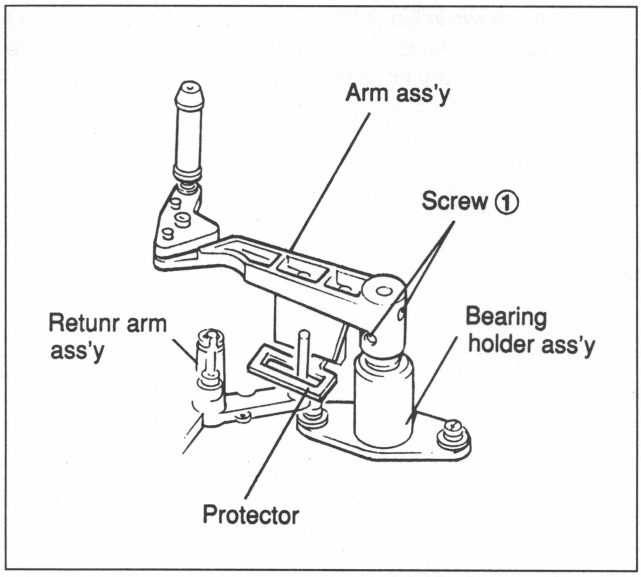

Fig.7-10-12 Tension Regulator Arm Ass'y Installation
5. Tension Regulator Arm Ass'y Installation (Fig. 7-10-12)